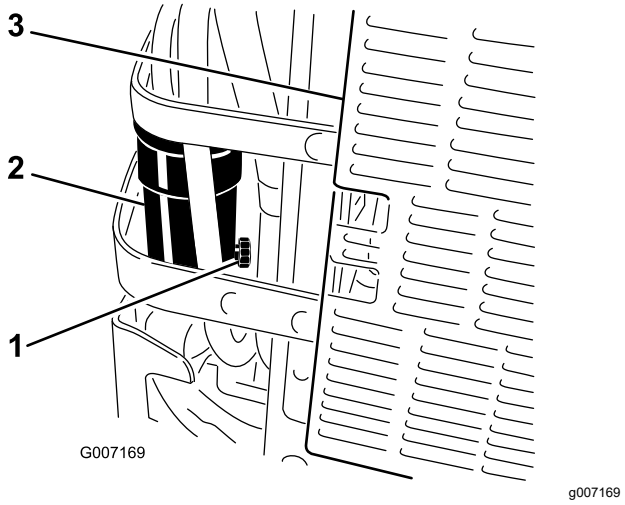

Figur 70
5. Öppna tömningsventilen på vattenseparatorn ungefär ett varv och tappa ur vatten och andra föroreningar (Figur 70).
6. Stäng tömningsventilen när det bara är dieselbränsle som rinner ut (Figur 70).